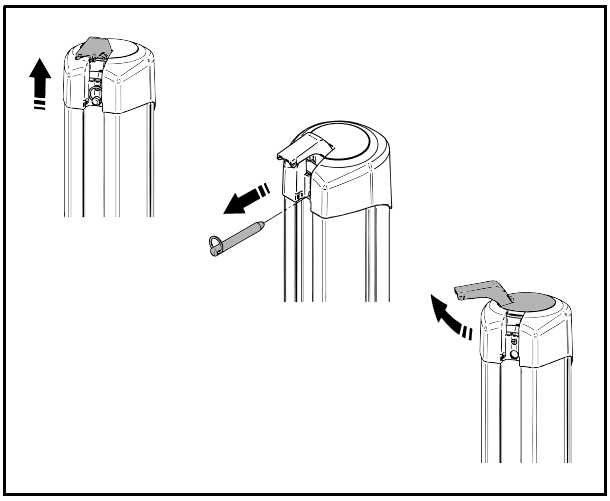

Afbeelding 7
1. Breng de rode noodhendel omhoog (zie Afbeelding 7).